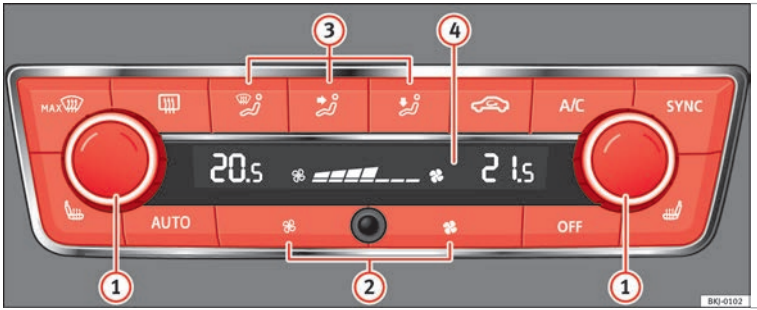

Fig. 174 Climatronic: controls.
- Adjust fan power to zero ›› **Fig. 174** ② or press the **OFF** button.
- Press the button **AUTO** ›› **Fig. 174**.
• When you switch on the ignition, control (1) ››› **Fig. 174** can be used to set the required interior temperature.
• Press the button MAX ››› **Fig. 174**.